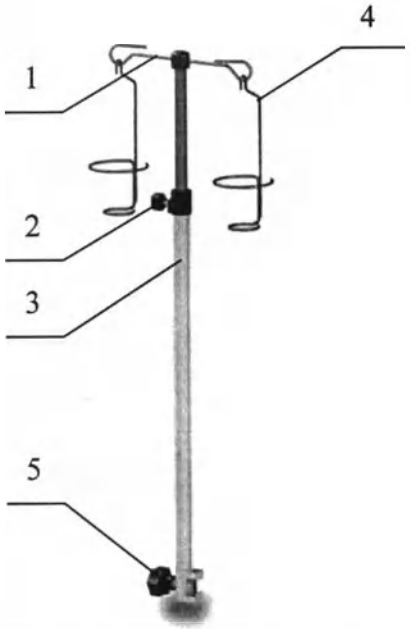

Рисунок 2. Штатив для вливаний.
2. Штатив для вливаний (инфузионная стойка). Рисунок 2. Изготовлен из нержавеющей стали, регулируется по высоте, снабжен двумя крючками 1 и двумя держателями стандартных флаконов 4. Оснащен встроенным крепежным зажимом 5 для крепления на направляющих рейках стола.
Регулирование высоты штатива производится вручную при помощи фиксатора 2 (рисунок 2). Отрегулируйте высоту штатива, после чего зажмите фиксатор в отрегулированном положении.